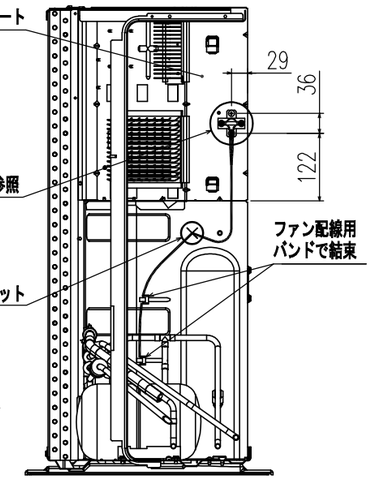
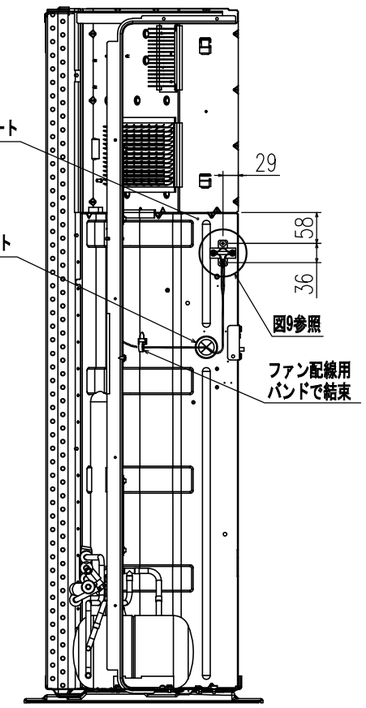

図11 B—B
図13 C—C
⑦バッフルプレートに⑥項のブラケットⒺをドリルねじで取付けてください。(図8, 図11, 図13)
②コードヒータ用電源線をバッフルプレートのグロメットに通し、機械室へ引廻してください。その際、バッフルプレート装着のファン配線固定のバンドと共に固定してください。（図8、図11、図13）